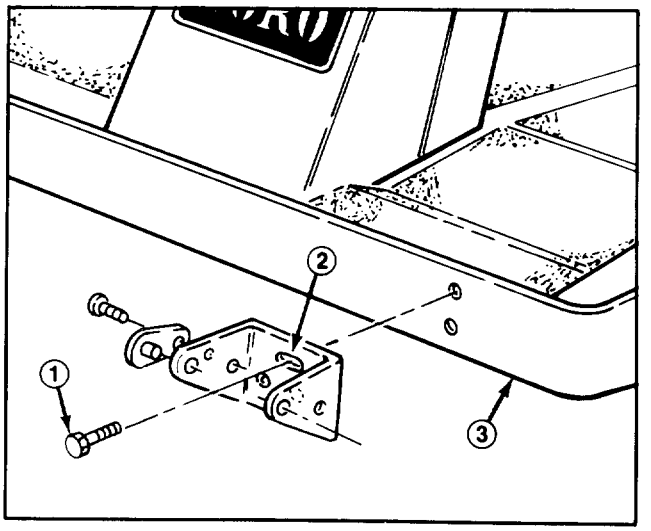

Figure 8
3. Install clevis pins through desired height-of-cut bracket holes and frame to secure cutting unit to frame (Fig. 8). Secure all four pins with hairpins.
A. Groundsmaster 223-D and 224 — Insert (2) 3/8 x 1" flange screws through the slotted bracket holes. Thread the screws into captivated frame nuts and torque to 45-50 ft-lb (Fig. 8).